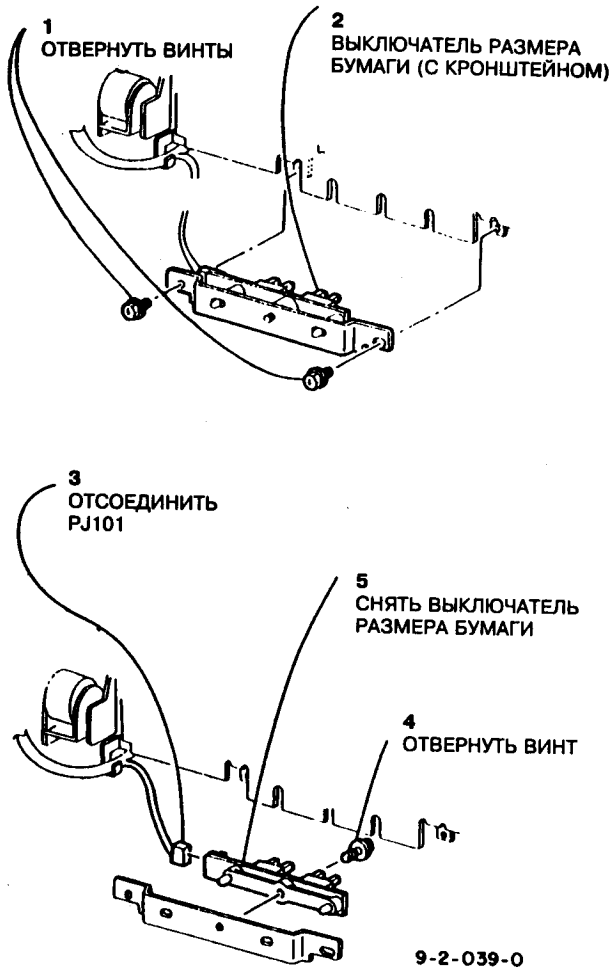

Рис.2 Снятие выключателя размера бумаги лотка 1
4. Снять выключатель размера бумаги лотка 1 (рис.2).